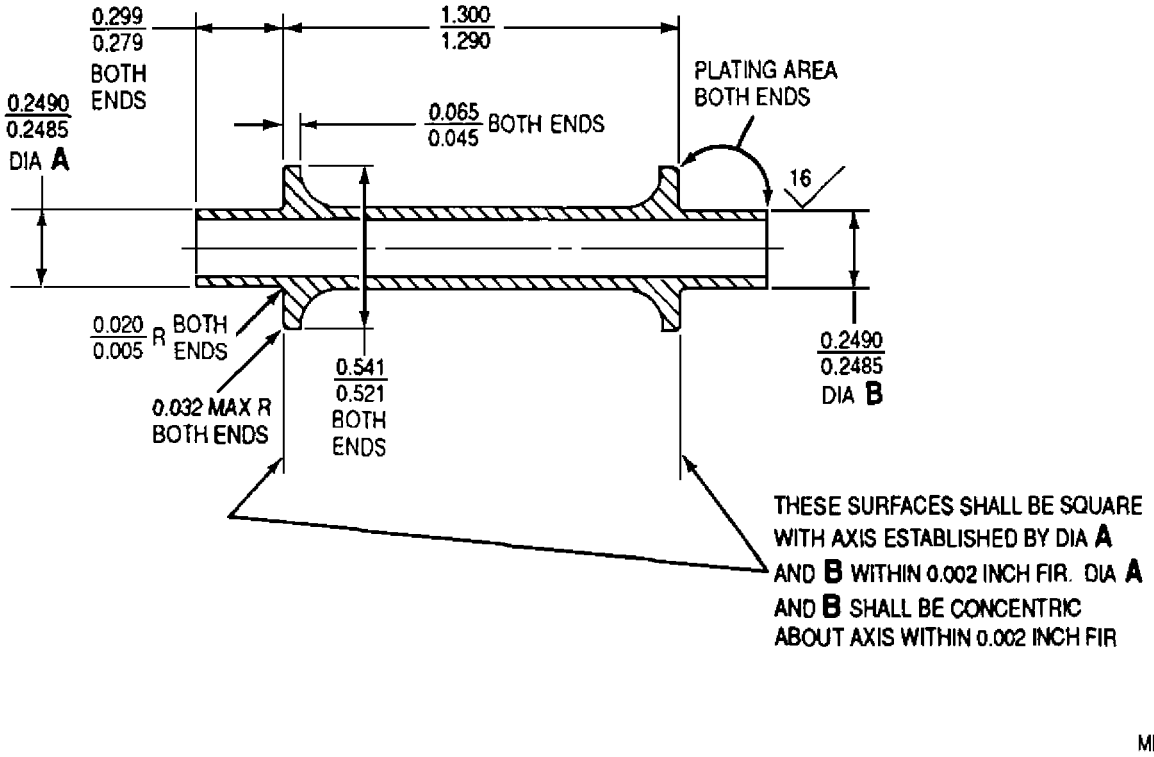

Figure 2. Propeller Brake Oil Tube − Pilot Journal Wear and Scoring Repair
8. PROPELLER BRAKE OIL TUBE − PILOT JOURNAL WEAR AND SCORING REPAIR. (figure 2)
a. Clean up wear and scoring on thrust shoulder faces and Diameter A and B (figure 2) as follows:
(1) Machine Diameter A and B to 0.2395 in. maximum, hold material removal to a minimum.
(2) Machine shoulder faces to 0.304 in. maximum from end, hold material removal to a minimum.
(3) Maintain squareness and concentricity within requirements shown.
(1) Machine shoulder faces and Diameter A and B to dimensions and surface texture shown.
(2) Check squareness and concentricity requirements (figure 2).
(3) Plating thickness shall be 0.001 − 0.005 in. after finish machining.